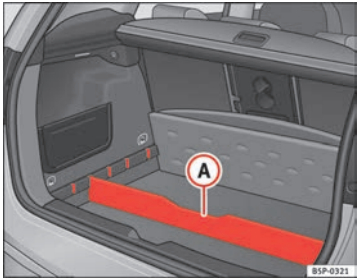

Fig. 108 Variable luggage compartment floor storage compartment
– Fit the separator (A) ⇒ fig. 108 into the side grooves depending on the size of the objects to be transported. The on-board tool kit and the spare wheel are located underneath the luggage compartment.